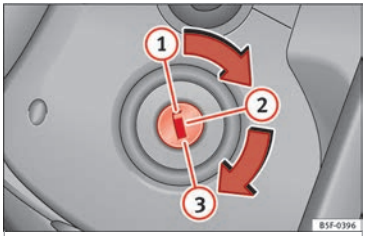

Fig. 177 Posiciones de la llave de contacto.
En esta posición »» **fig. 177** (1) el encendido y el motor están desconectados, pudiéndose bloquear la dirección.
– Gire la llave de contacto a la posición de arranque »» **fig. 177** (3).
– Gire la llave de contacto hasta la posición ››› fig. 177 ②. El testigo ➿ se encenderá en caso de precalentamiento del motor.
– En cuanto se apague el testigo, gire la llave de encendido a la posición ③ para poner en marcha el motor y no pise el acelerador.
– Gire la llave de contacto a la posición ››› fig. 177 ①.